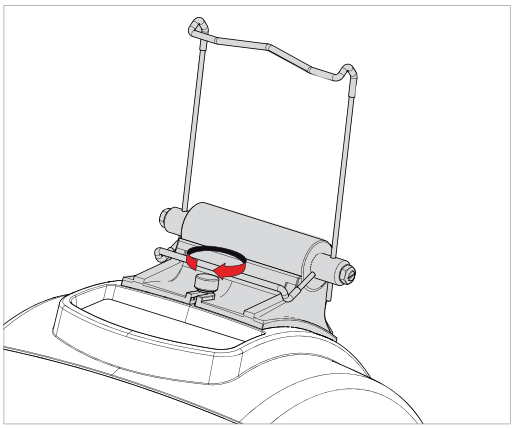

Fig. 14
4) Screw down and tighten the knob to secure the tablet stand to the cover (Fig. 14).